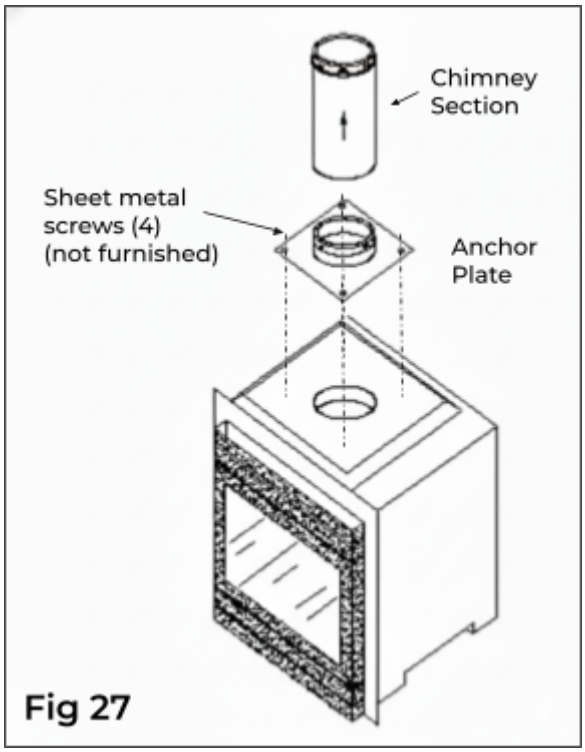

Fig 27
2. **Anchor Plate:** Attach an Anchor Plate to the fireplace top with (4) ⅝” sheet metal screws (Fig 27). Check with the appliance manufacturer about the use of high temperature sealants.